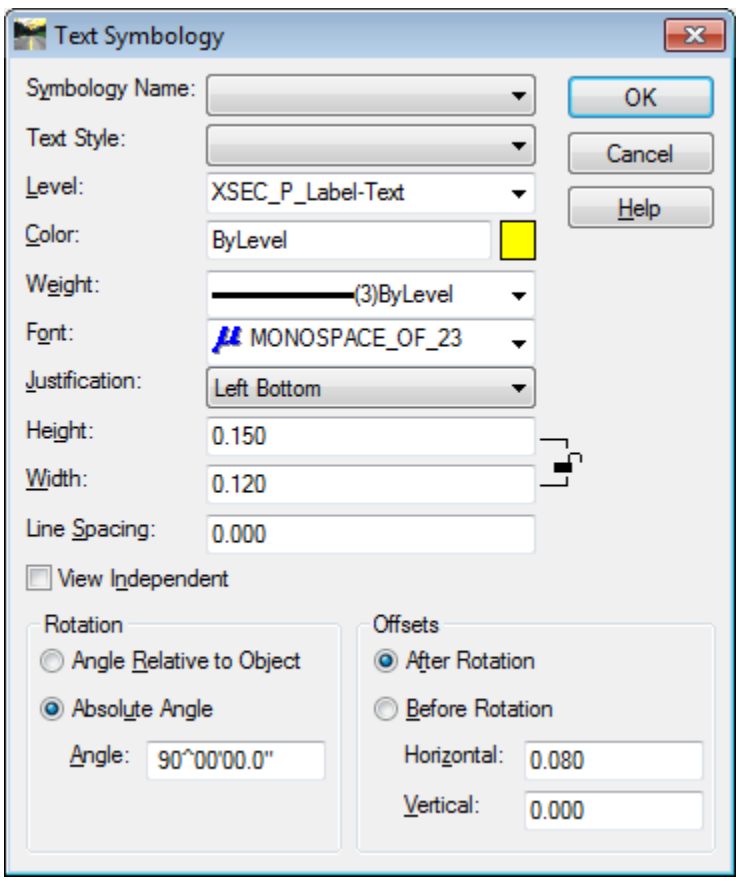

Figure L9-17 Text Symbology
35.	**Review the Settings Loaded by the 'XSEC TEXT – EL. VERTICAL' Preference.** • In the **Annotate Cross Section** folder, make the **Points** folder the active folder. Notice the check box for **Include Points** is unchecked. No Points will be annotated with the **XSEC TEXT – EL. VERTICAL** Preference. • Make the **Segments** folder the active folder with **General** the active tab. Notice the **Include Segments** check box is also unchecked. No segments will be annotated with the **XSEC TEXT – EL. VERTICAL** Preference. • Make the **Features** folder the active folder with **General** the active tab. Notice the **Include Features** check box is checked and **Elevation** is checked. • **Click** the field identified by three dots (...) at the end of the **Elevation** line. The **Text Symbology** dialog opens as shown in *Figure L9-17*. • The proposed Profile Grade Elevation text is defined to view in MicroStation on the Level **XSEC_P_Label-Text** in order for it to view and plot correctly. The remainder of the attributes are also set up to properly view in MicroStation. • Click **Cancel** to exit the **Text Symbology** dialog.